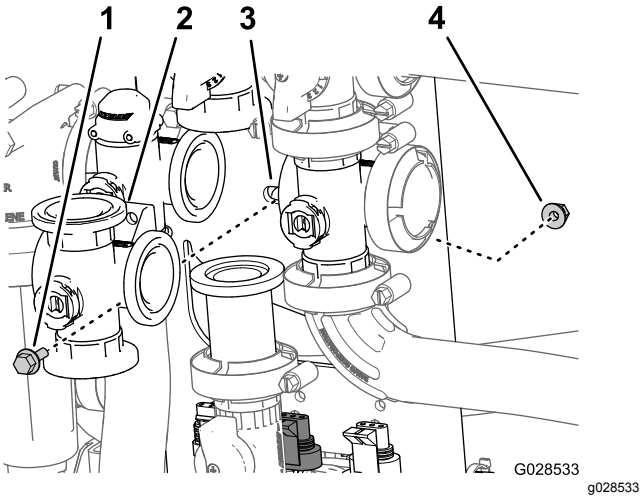

Figur 91
2. Fjern flenshodeskruen og den flensede låsemutteren som sikrer risteventilen til ventilfestet, og fjern ventilmanifoldet fra maskinen (Figur 91).